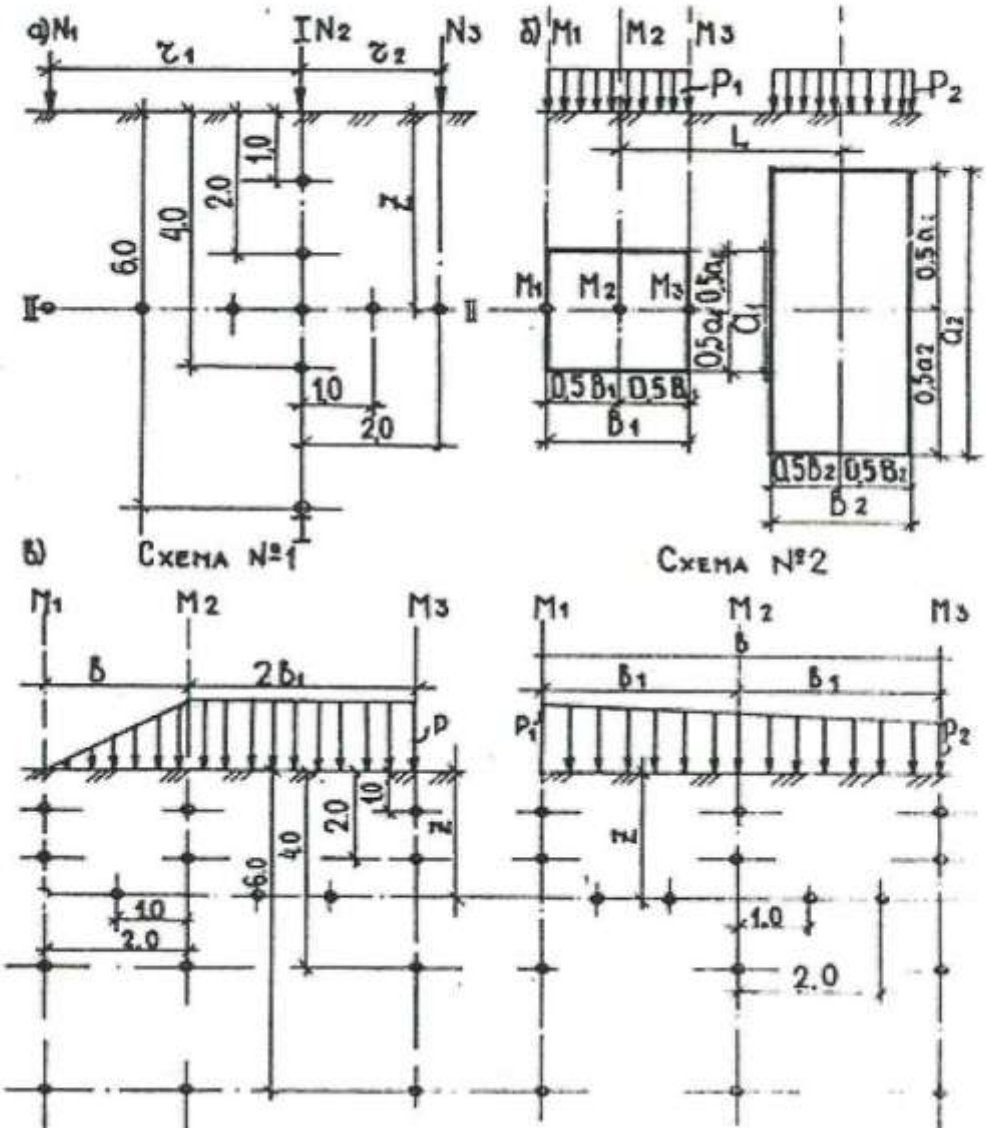

Рисунок 3.1. Расчетные схемы к задаче 2
Задача № 2. Для расчетных схем, приведенных на рис. 3.1, с выбранными по шифру из табл. 4, 5, 6 исходными данными, требуется определить величины вертикальных составляющих напряжений в массиве грунта и построить эпюры напряжений:
2.1 От совместного действия сосредоточенных сил в точках на вертикали, проходящей по оси действия силы *N2* и на горизонтали, расположенной в плоскости действия сил, на расстоянии *Z* от поверхности (рис. 3.1а, табл. 4).
2.3 От действия полосообразной нагрузки, изменяющейся по закону прямой, в точках на заданной вертикали и на горизонтали, расположенной на расстоянии Z от поверхности (рис. 3.1 в, табл. 6).
1. Точки на вертикали расположить на расстояниях 1, 2, 4, 6 м от поверхности массива грунта. Точки на горизонтали расположить вправо и влево на расстояниях 1 и 2 м от оси действия силы *N2* (рис. 3.1а), от расчетной вертикали *M2* (рис. 3.1 в);